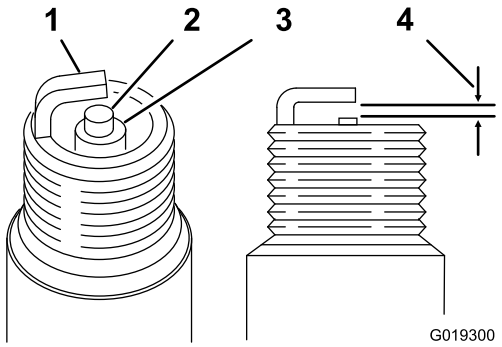

Figura 55
1. Mire la parte central de la bujía (Figura 55). Si se observa un color gris o marrón claro en el aislante, el motor está funcionando correctamente.
2. Con una galga para bujías, mida la distancia entre el electrodo lateral y el electrodo central (Figura 55).